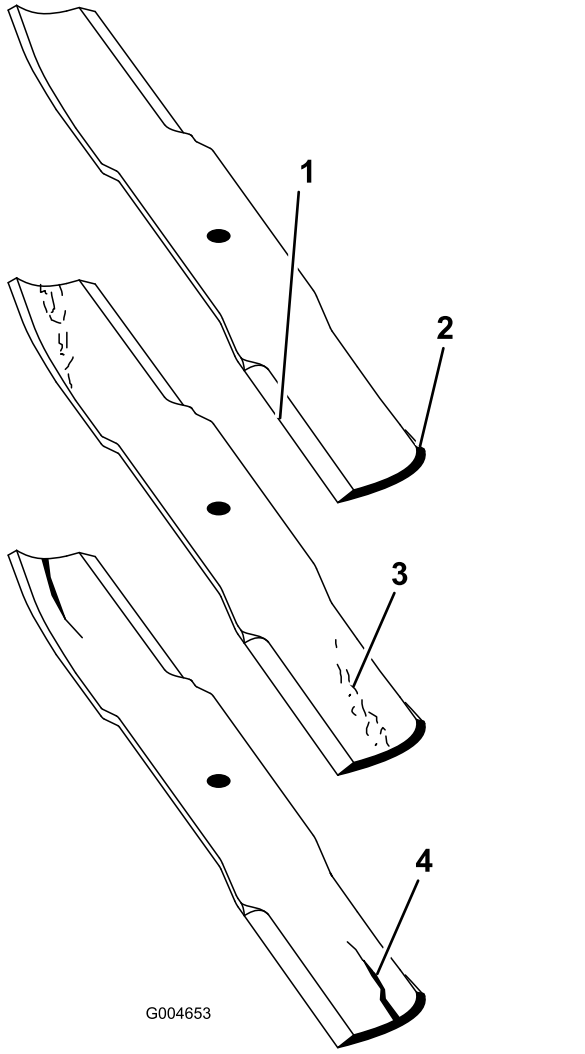

**Figur 25**
2. Undersøg omhyggeligt skæreknivens skær, især der hvor den flade side og den buede side mødes (Figur 25).
**Bemærk:** Da sand og slibematerialer kan slide det metal, der forbinder den flade og den buede del af skærekniven, væk, skal skærekniven kontrolleres, før plæneklipperen anvendes. Hvis du bemærker tegn på slid (Figur 25), skal skærekniven udskiftes.